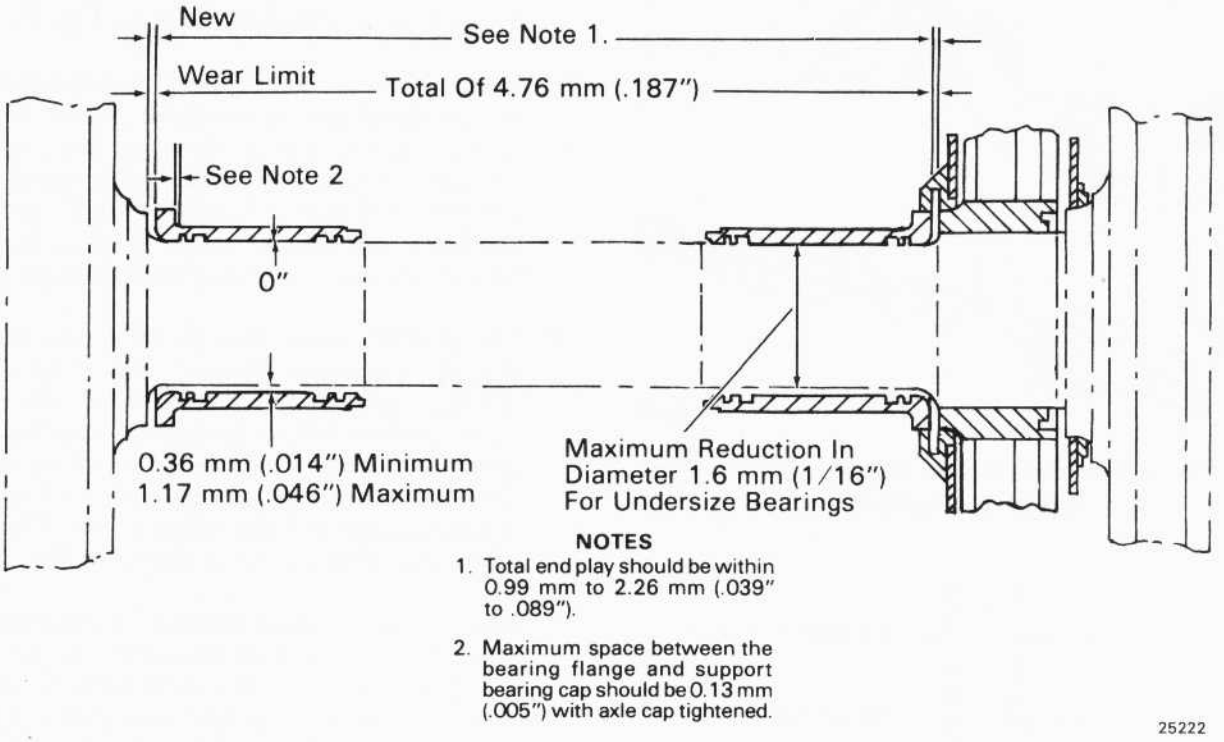

Fig.25 – Support Bearing Clearance
6. Check lateral clearance. Refer to Fig. 25.
7. Check radial clearance. Refer to Fig. 25.